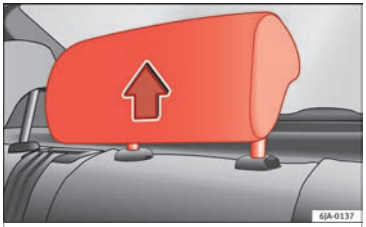

Fig. 74 Head restraints in the correct position.
– Three positions for **use** ››› Fig. 74 . In these positions, the head restraints are used normally, and along with the rear seat belts, protect passengers in the rear seats.